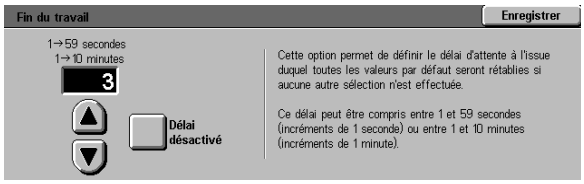

Figure 55 : Exemple d'écran de paramétrage du délai d'attente
- À l'aide des **flèches vers le haut** et **vers le bas** (voir la figure 55), augmentez ou réduisez le délai d'inactivité du système à l'issue duquel ce dernier restaure les valeurs par défaut, passe en mode veille, est mis hors tension ou quitte le mode Administration système. La valeur définie doit être comprise dans la plage admise.